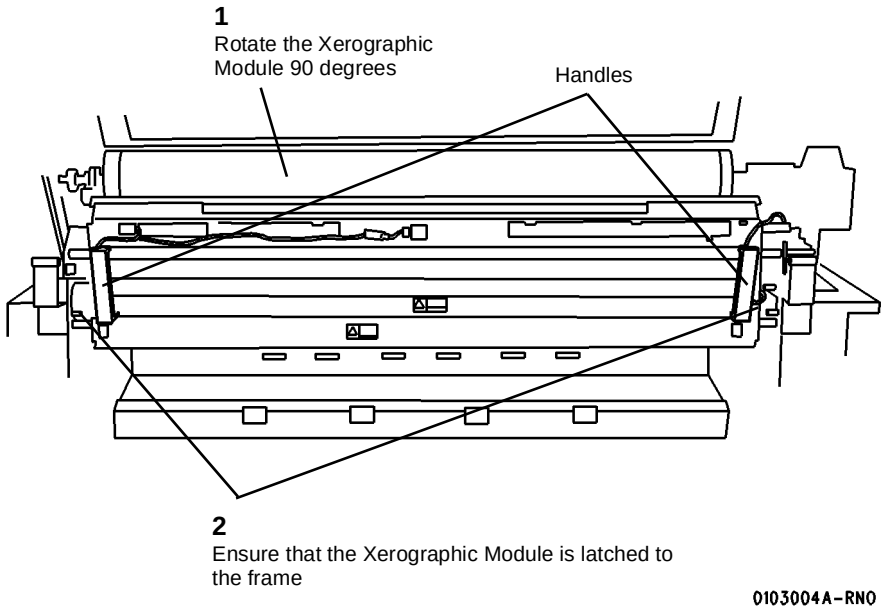

**Figure 2 Latching the Xerographic Module at the Service Position**
6. (Figure 2): Using the handles on the Web Oiler Assembly, rotate the Xerographic Module 90 degrees so that the latches lock into the holes in the frame.